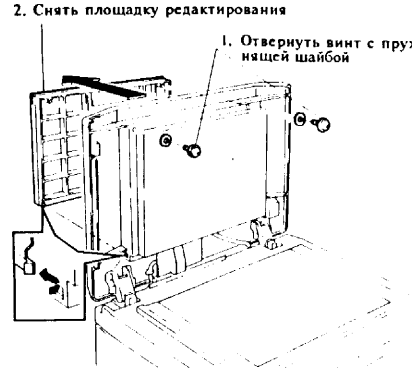

Рис.12 Снятие панели редактирования
(1) Отключить питание и вынуть вилку из розетки
(2) Снять крышку платы стекла оригинала и снять клипсу кабеля (рис.12).